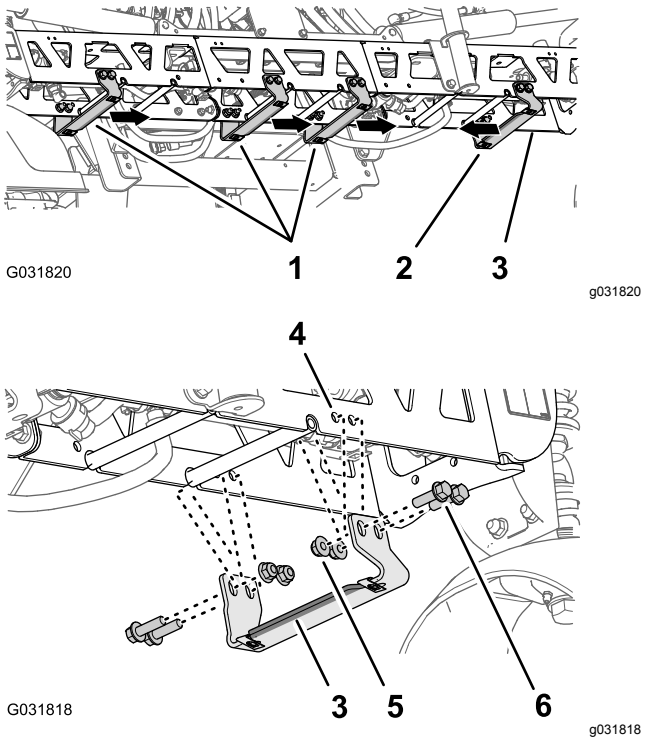

Figur 236
overflate med 25 mm mellomrom mellom hullene (Figur 236).
4. Innrett hullene i støttebraketten (Toro-delenr. 131-3703-03) med hullene i utvidelsen for den midtre bomseksjonen som du identifiserte i trinn 3, med den brede flensen av braketten til venstre. Se Figur 236.
5. Monter støttebraketten til støtterammen (Figur 236) med fire flenshodebolter (3/8 x 1-1/4 tomme – Toro-delenr. 110-5050) og fire flenslåsemuttere (3/8 tomme – Toro-delenr. 104-8301).
6. Finn de gjenværende hullparene i den vertikale forsiden av støtterammen med en 25 mm hullavstand (Figur 236).
7. Innrett hullene i de tre støttebrakettene (Toro-delenr. 131-3703-03) med hullene i utvidelsen for den midtre bomseksjonen som du identifiserte i trinn 6, med den høyre brakettens brede flens (Figur 236).
8. Monter støttebrakettene til støtterammen (Figur 236) med tolv flenshodebolter (3/8 x 1-1/4 tomme – Toro-delenr. 110-5050) og tolv flenslåsemuttere (3/8 tomme – Toro-delenr. 104-8301).